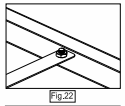
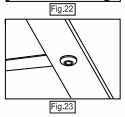

Fig.22
Fig.23
Fit the beam braces at the load beams' desired locations. Starting at the bottom of the rack, place the Beam Braces (6) between the Beam (4) where the two sets of pre-drilled holes are. Use a Hex Bolt (9) and Hex Nut (10) screw to fasten the Beam Brace (6) to the Beam (4), and use the Hex Key (11) to tighten completely. Please note that the screw head should be down (Fig. 22–Fig. 23).